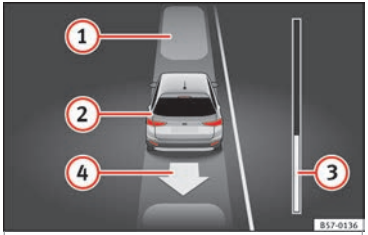

Fig. 207 On the instrument panel display: exiting a parallel parking space.
Key to the **Fig. 207**:
The progress bar »» Fig. 207 ③ indicates the distance to cover »» page 240.